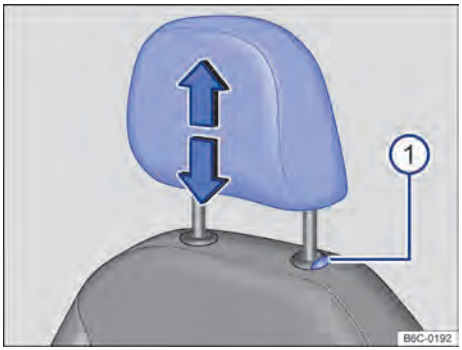

Fig. 72 Apoio para cabeça dianteiro: desinstalar.
– Retirar o apoio para cabeça com o botão → Fig. 72 ① pressionado. ▶
– Empurrar o apoio para cabeça totalmente para baixo com o botão → Fig. 72 ① pressionado.